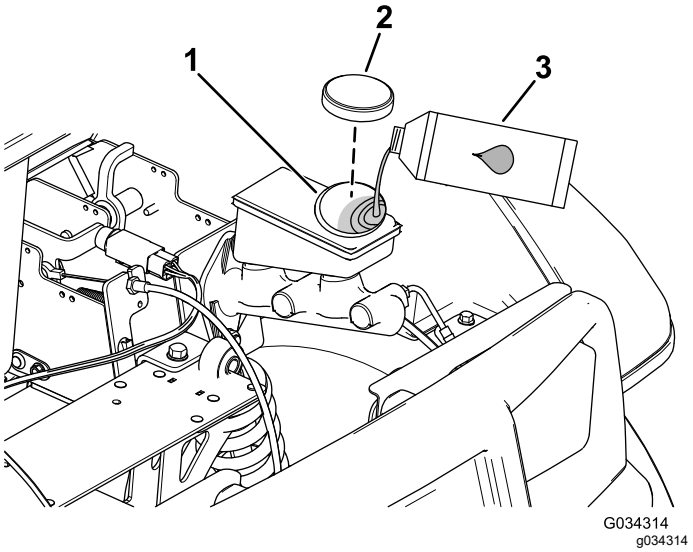

Figura 54
2. Eleve novamente o capot para obter acesso ao cilindro principal do travão e reservatório (Figura 54).
A. Limpe a zona em redor da tampa do reservatório e retire-a (Figura 54).
C. Coloque a tampa do reservatório (Figura 54).